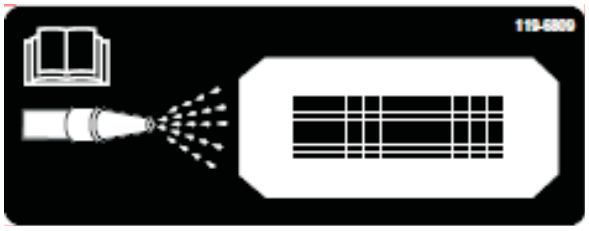
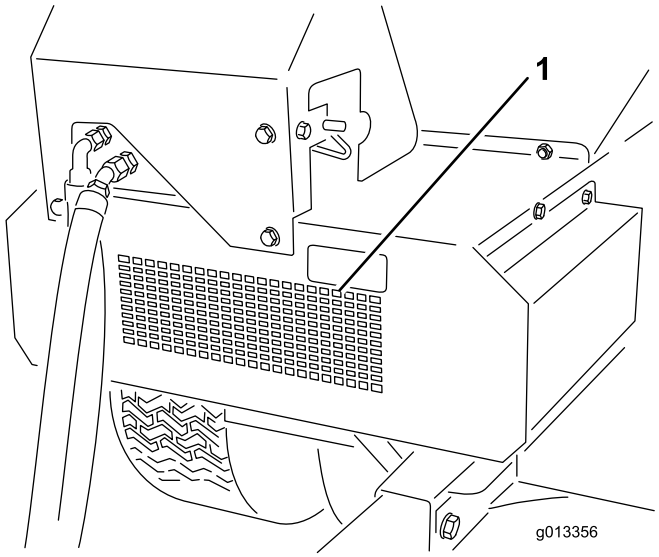

Rysunek 51
Rysunek 52
10. Znajdź etykietę czyszczenia z przodu maszyny ProPass (Rysunek 51), a następnie za pomocą węża ogrodowego spryskuj przednią osłonę siatkową aż wybrzuszenie miski zostanie całkowicie oczyszczone z materiału (Rysunek 52).